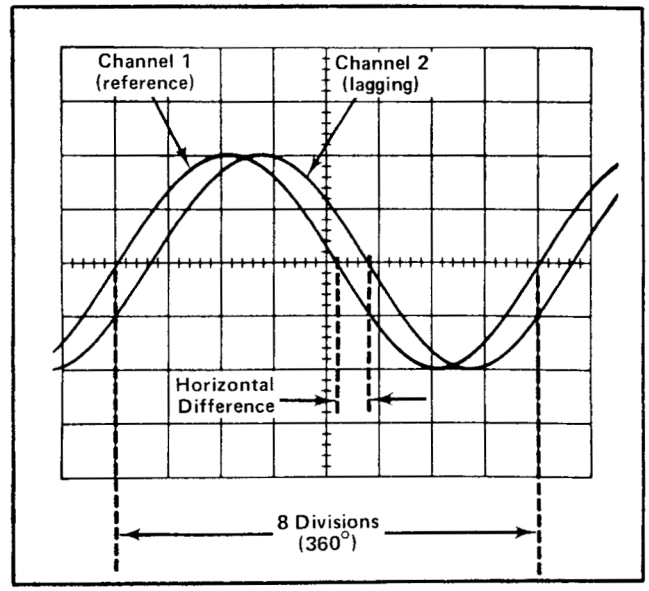
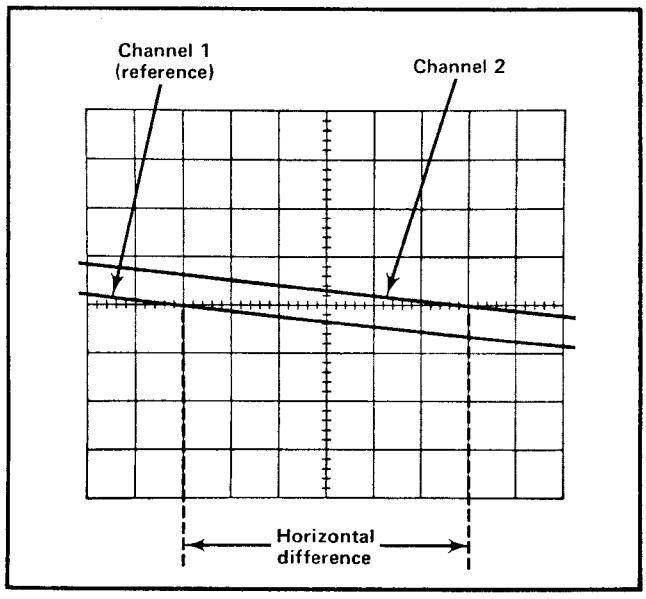

Fig. 2-27. Measuring phase difference.
Fig. 2-28. High resolution phase-difference measurement with increased sweep rate.
10. Turn the A VARIABLE control until one cycle of the reference signal (Channel 1) occupies exactly eight divisions between the first and ninth graticule lines (see Fig. 2-27). Each division of the graticule represents 45° of the cycle (360° ÷ 8 divisions = 45°/division). The sweep rate can be stated in terms of degrees as 45°/division.
Example. Assume a horizontal difference of 0.6 division with a sweep rate of 45°/division as shown in Fig. 2-27.
Example. If the sweep rate were increased 10 times with the magnifier, the magnified sweep rate would be 45° ÷ 10 = 4.5°/division. Fig. 2-28 shows the same signals as used in Fig. 2-27 but with the MAG switch set to X10. With a horizontal difference of 6 divisions, the phase difference is: